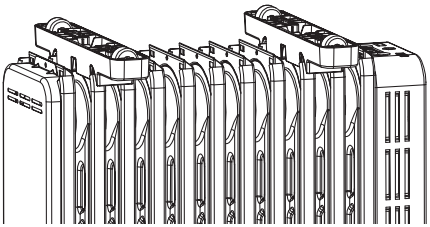

Figura 2
3. Dopo che l'installazione è stata effettuata come nella Figura 2, è possibile, dopo aver controllato, posizionare il riscaldatore elettrico a destra e la ruota può toccare il suolo.